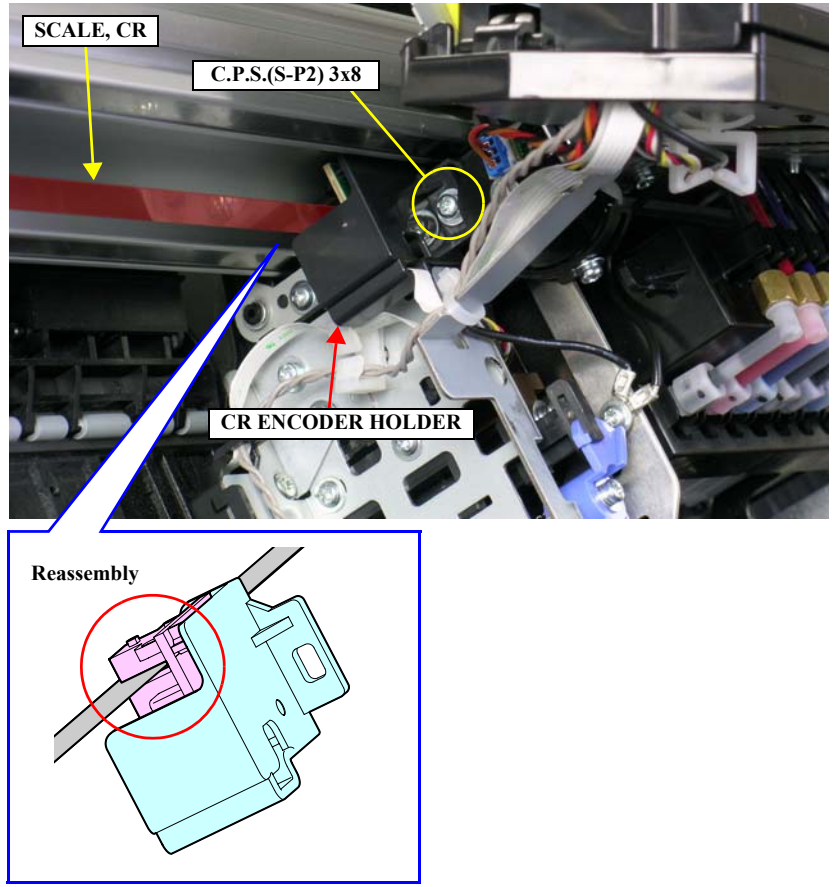

Figure 4-65. Removing the CR ENCODER HOLDER
- **After reinstalling the CR ENCODER HOLDER, make sure that the SCALE, CR is properly inserted into the slit of the CR Encoder Sensor.** ***See Figure 4-65.***